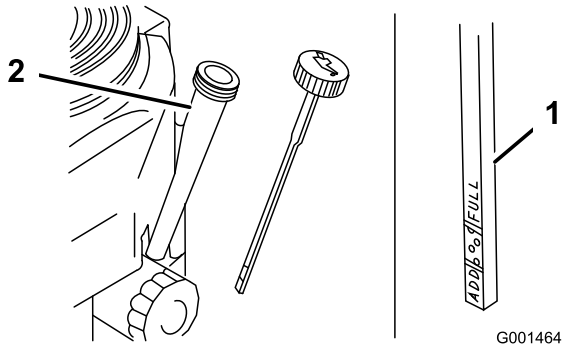

Bild 16
3. Reinigen Sie den Bereich um den Ölpeilstab (Bild 16).
4. Nehmen Sie Sie den Ölpeilstab heraus und wischen das Ende ab (Bild 16).
5. Schieben Sie den Peilstab ganz in das Peilstabrohr, drehen Sie ihn jedoch nicht in den Einfüllstutzen (Bild 16).
6. Ziehen Sie den Peilstab wieder heraus und prüfen Sie das Stabende. Der Ölstand sollte zwischen der Nachfüll- und Voll-Marke sein (Bild 16).